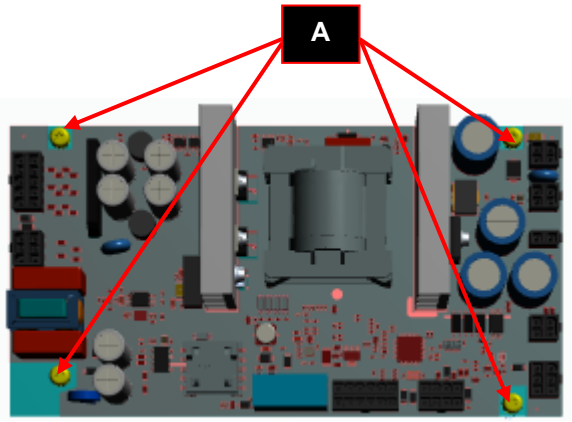

Figure 13a
5. Using TORX wrench TX-20 remove the 4 screws (**A**) that are fixing the Aux. Power Supply Board to the machine frame. **See Figure 13a**